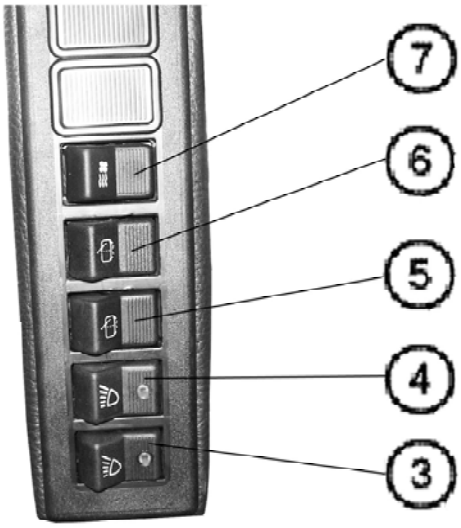

Рис.4.17.2
- После открытия крана (1) включите вентилятор отопителя с помощью переключателя (поз.3, см. рис. 4.17.2 на с. Г10) и направьте поток воздуха в желаемом направлений с помощью регулируемых каналов. Путем открытия или закрытия рециркуляционных заслонок (2) можно управлять количеством свежего воздуха, поступающего в кабину (рис. 4.20.2).
ПРИМЕЧАНИЕ: Для быстрого прогрева воздуха в кабине полностью откройте рециркуляционные заслонки и включите высокую скорость вентилятора отопителя переключателем (поз.3, см .рис. 4.17.2 на с.Г10).